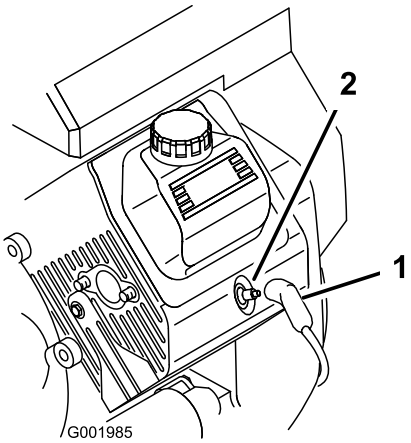

Figur 39
3. Trekk ledningen av tennpluggene (Figur 39).
3. Skyv ledningen på tennpluggene (Figur 39).